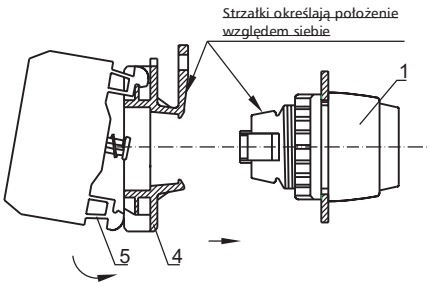

Rys.3
Następnie na napęd (1) należy zatrzasnąć korpus pośredni (4) zwracając uwagę na wzajemne usytuowanie strzałek pokazane na rys.3.